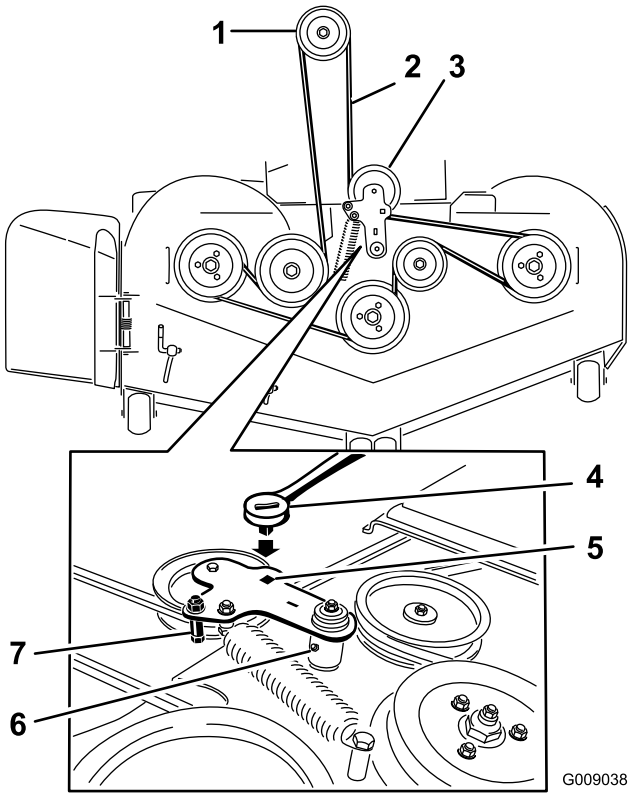

Figur 95
6. Løft vognbunden op, og stik en skralde i det firkantede hul i skjoldstyrearmen (Figur 95).
7. Drej skjoldstyrearmen med uret, og tag plæneklipperremmen af (Figur 95).